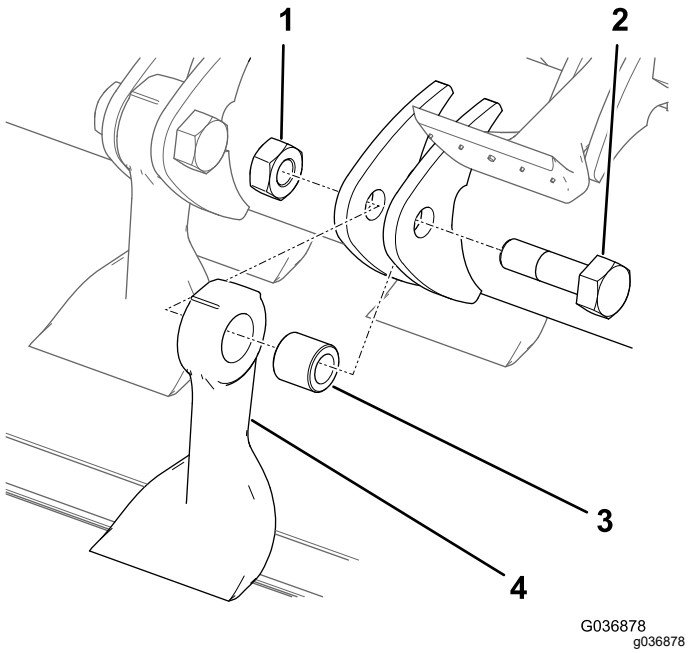

**Figur 84**
7. Hold om skærekniven med en klud eller en tyk handske, og fjern møtrikken, bolten, bøsningen og skærekniven (Figur 84).
9. Monter en ny skærekniv og bøsning med en ny møtrik og skæreknivsbolt (Figur 84).